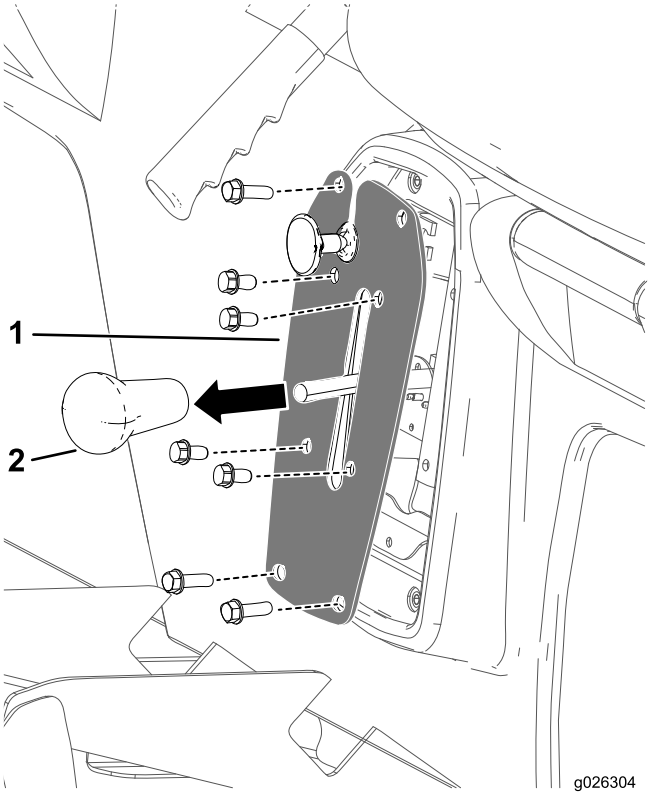

Figur 49
1. Ta bort knoppen från växelspaken (Figur 49).
2. Ta bort de fyra skruvarna som håller fast växelspaksplattan på växelspaksfästet (Figur 49).
3. Ta bort de fyra skruvarna som håller fast växelspaksplattan vid sätessockeln och ta bort växelspaksplattan (Figur 49).
4. Gänga på växelspakens knopp och dra åt den för hand (Figur 49).